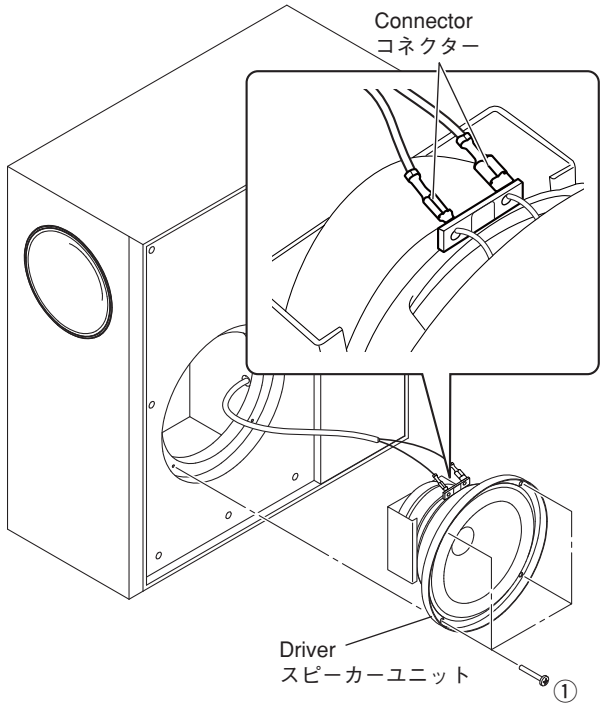

Fig. 6
a. Remove 4 screws (①). (Fig. 6)
c. Disconnect the connector connected to the terminal of the driver woofer. (Fig. 6)
d. Remove the driver woofer. (Fig. 6)
a. ① のネジ 4 本を外します。 (Fig. 6)
b. スピーカーユニットを引き出します。 (Fig. 6)
c. スピーカーユニットの端子からコネクターを外します。 (Fig. 6)
d. スピーカーユニットを取り外します。 (Fig. 6)